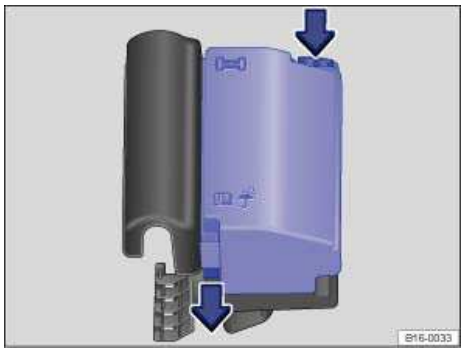

Fig. 173 In the engine compartment: Fuse box cover.
- Move the release tabs in the direction of the arrows ⇒ fig. 173 to unlock the fuse box cover.